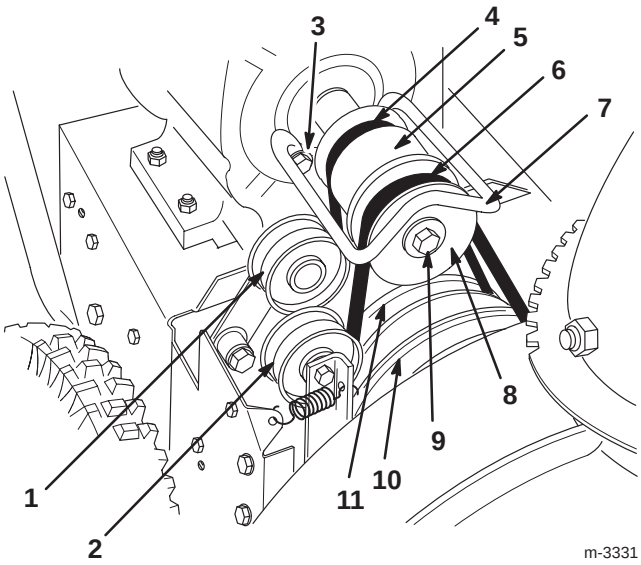

Figur 31
7. Skruva bort bulten, låsbrickan och brickan på motorns vevaxel (figur 31).